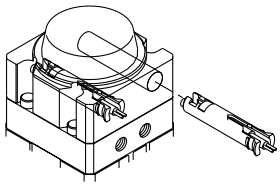

Abb. 1
3. Führen Sie den in der Hülse befestigten Signalgeber in die Signalgeberbohrung an der Schwenkeinheit ein (Abb. 1).